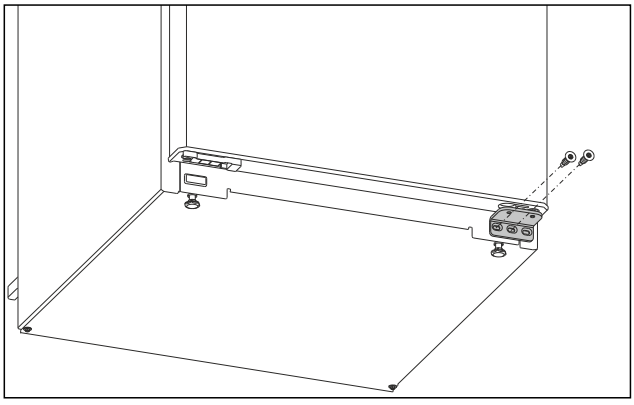

Fig. 4
- ▶ Izskrūvējiet vidējo skrūvi apakšējā gultņa balstā ar skrūvgriezi Torx 20. *Fig. 4 ()*
- ▶ Izskrūvējiet iekšējo skrūvi apakšējā gultņa balstā ar skrūvgriezi Torx 20. *Fig. 4 ()*